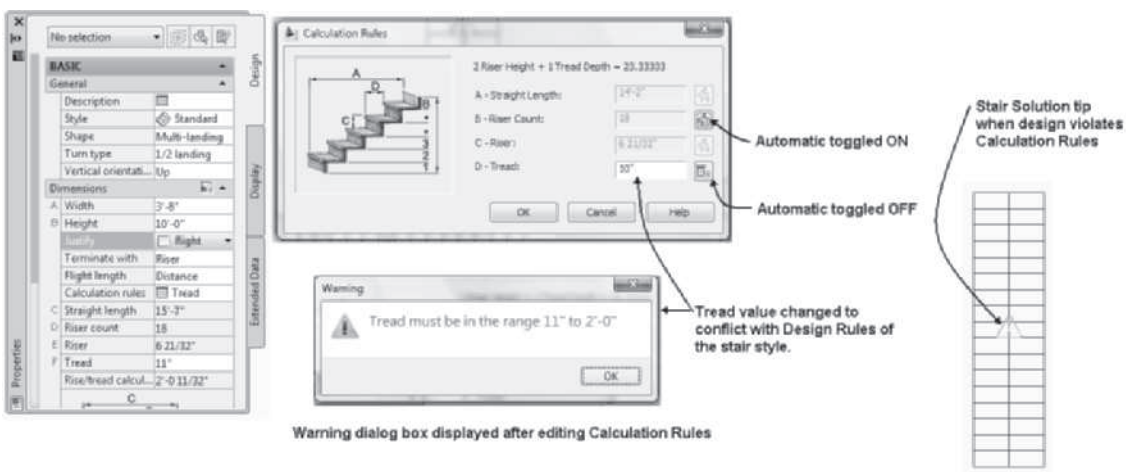

FIGURE 9.5 *Calculation Rules dialog box*
Stairs are placed in a drawing with the **Stair** (**StairAdd**) command selected from the Design palette or the Build panel of the Home tab as shown in Figure 9.2. Access the **Stair** command as shown in Table 9.1. The available shapes of stairs include U-Shaped, Multi-landing, Spiral, and Straight. The available space for the stair is a major consideration for the selection of the shape. The Properties palette for stairs shown in Figure 9.2 allows you to set the height and run of the stair based upon the **Calculation Rules**. The **Calculation Rules** button opens the **Calculation Rules** dialog box shown in Figure 9.5, which allows you to define the relationship of tread size, riser size, straight length, and riser count. Stair styles that include Cantilever, Concrete, Half Wall Rail, Ramp Concrete, Ramp Concrete Curb, Ramp Steel, Standard, Steel, Wood-Housed, and Wood Saddle can be imported into the drawing. Each of these styles changes the appearance of the stair and the means of support for the stair. Prior to placing the stair, you should first review the content in the Design tab of the Properties palette for stairs.
box shown in Figure 9.5. This dialog box allows you to select among the following control options: A-Straight Length, B-Riser Count, C-Riser, and D-Tread. If Automatic is toggled ON for all fields, the stair dimensions are calculated based upon the **Design Rules** tab of the Stair Styles dialog box. Selecting a control option such as **Riser Count** will calculate the stair dimensions based upon the **Design Rules** tab of the **Stair Styles** dialog box, and the results will be displayed in the **Calculation Rules** dialog box. The tread dimension can be overridden in the Calculation Rules dialog box as shown in Figure 9.5. The name of the control option selected is then displayed in the Calculation Rules field. If you insert values in the Calculation Rules dialog box that violate the parameters specified in the Design Rules tab for the stair style, a warning dialog box is displayed and the solution tip is displayed on the stair, as shown at the right in Figure 9.5.
15. Choose the button in the Calculation rules field of the Design tab to open the Calculation Rules dialog box as shown in Figure 9.5. This dialog box includes the following four fields to control the design of the stair: A-Straight Length, B-Riser Count, C-Riser, and D-Tread. The fields of this dialog box may be set to Automatic (lighting bolt icon) or Manual (plus sign). Values entered must comply with the rules of the Design Rules tab of the style. Violations to the Design Rules will display the Stair Solutions tip as shown at right in Figure 9.5.
16. Edit the D-Tread value to 10" [225] and press Enter. Since this value violates the Design Rules the Warning dialog box is displayed as shown in Figure 9.5.